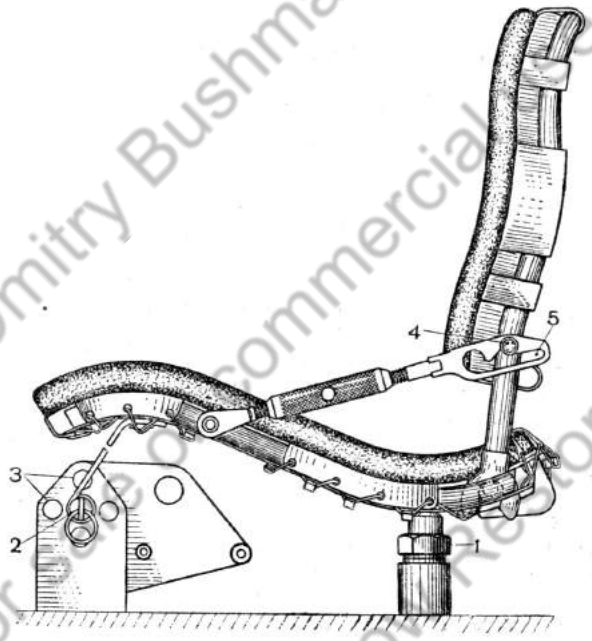

Рис. 267. Сиденье механика-водителя:
1. Перестанавливая две чеки *2* (рис. 267) в отверстиях *3* кронштейнов, можно изменять положение передней части сиденья по вертикали и горизонтали.